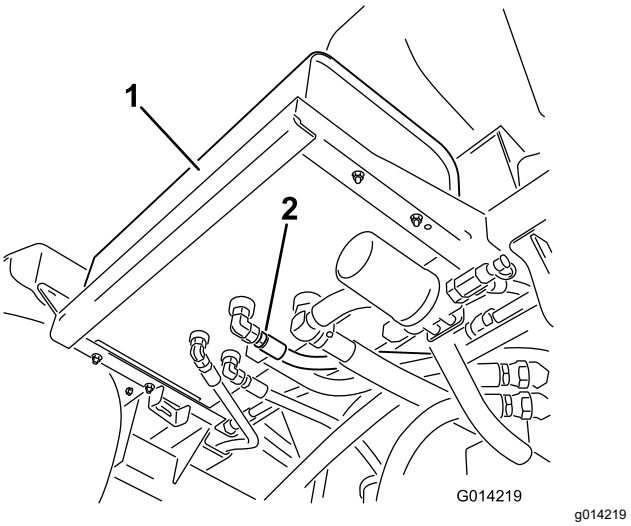

Figur 111
2. Rengör området kring hydraulslangskopplingen på hydraulvätsketankens undersida (Figur 111).
4. Ta bort slangnippeln från tanken och låt vätskan rinna ned i kärlet (Figur 111).